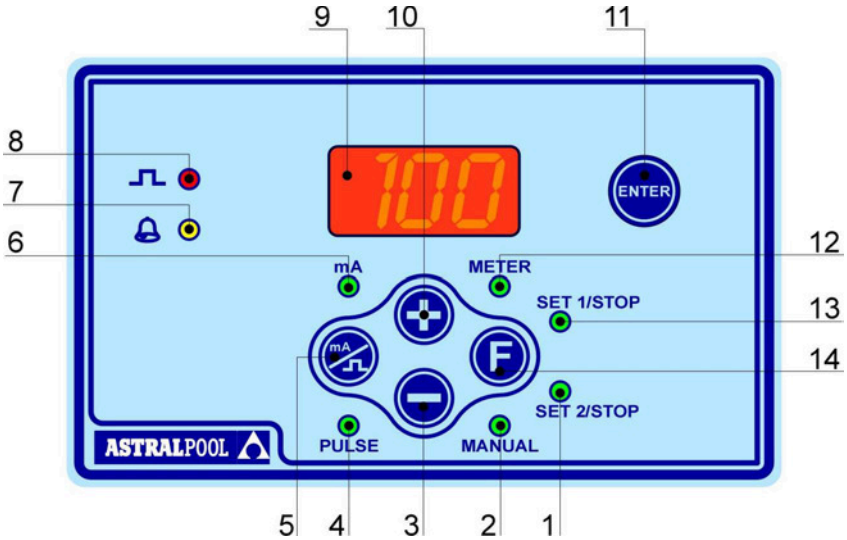

Fig. 14
8.1 - BEDIENVORRICHTUNGEN (Fig. 14)